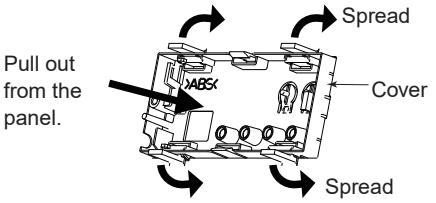
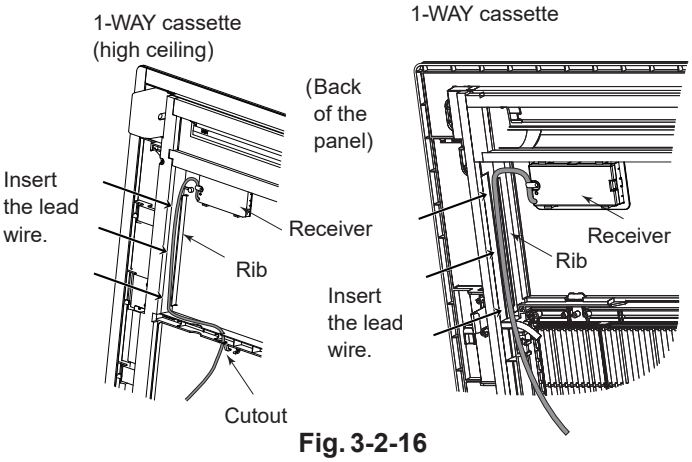
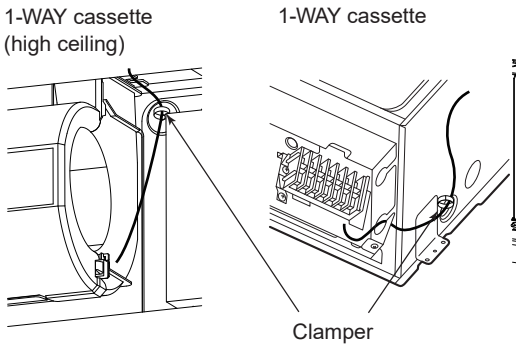

Fig. 3-2-15
Fig. 3-2-16
Fig. 3-2-17
(1) While spreading the tabs of the cover, pull it out from the panel to the front. (Fig. 3-2-15)
(2) When installing on the 1-WAY cassette (high-ceiling), pass the lead wire through the panel and install the receiver in the hole in the panel. (The projecting parts of the receiver are fixed in the hole in the panel.)
(3) Route the lead wire from the receiver along the rib on the back of the panel. Pass it through the cutout. (Fig. 3-2-16)
(4) Install the panel on the indoor unit.
(5) Fasten the lead wire sticking out from the panel with the clamper in the indoor unit. (Fig. 3-2-17)
(6) Draw the lead wire into the electrical box through the hole on the bottom and connect it to the remote controller terminal board.